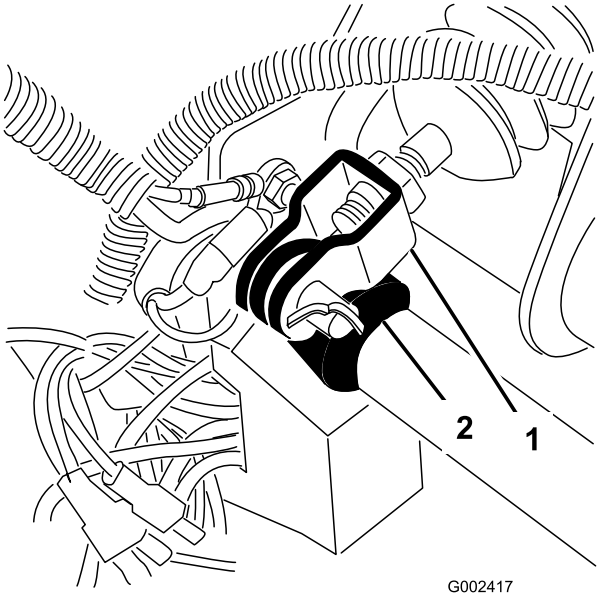

Rysunek 64
1. Wyjmij zawleczkę i sworzeń łącznika mocujący główne jarzmo siłownika do obrotowego mocowania pedału hamulca (Rysunek 64).